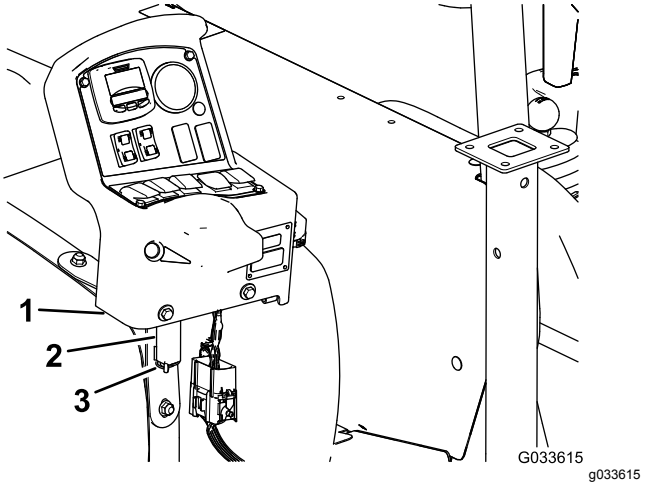

Figur 129
7. Fjern konsollen fra konsollmonteringsbraketten ved dashbordet på maskinen, og rett inn svingbolten på kontrollkonsollen med lagringsbraketten på den fremre tankstroppen (Figur 129). Se Montere kontrollkonsollen i maskinen (side 23).
8. Monter konsollen på braketten og fest svingbolten til braketten med hårnålen (Figur 129).